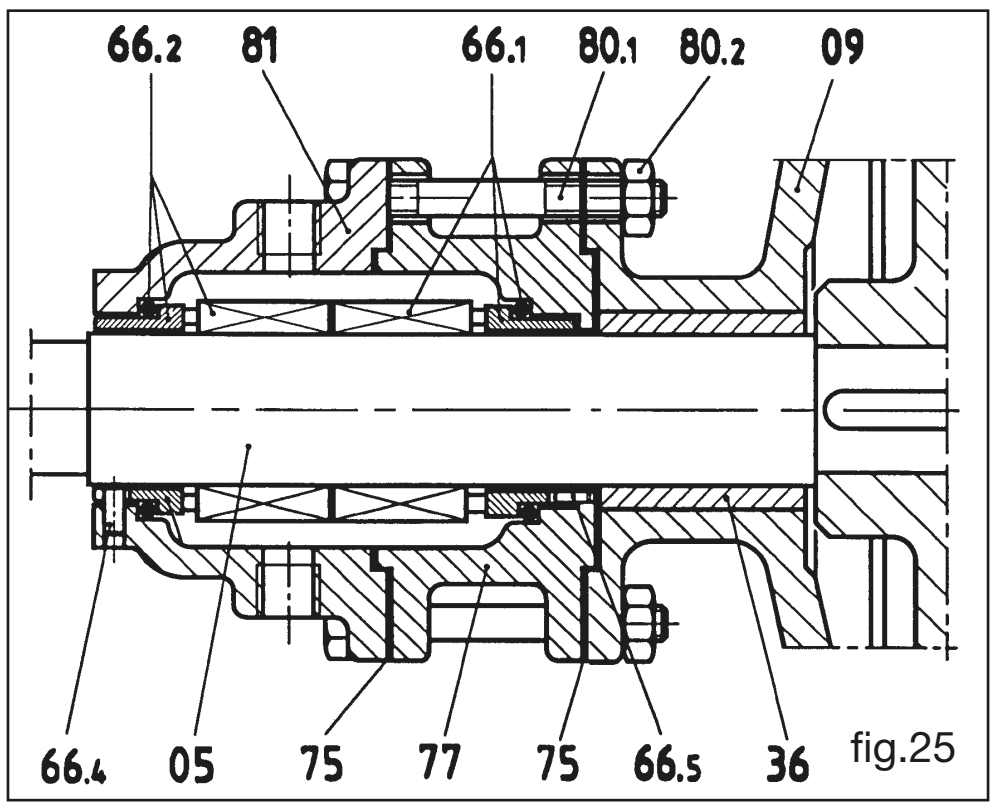

fig.25
12.7 Montage de la double garniture mécanique ST8 (fig. 25)